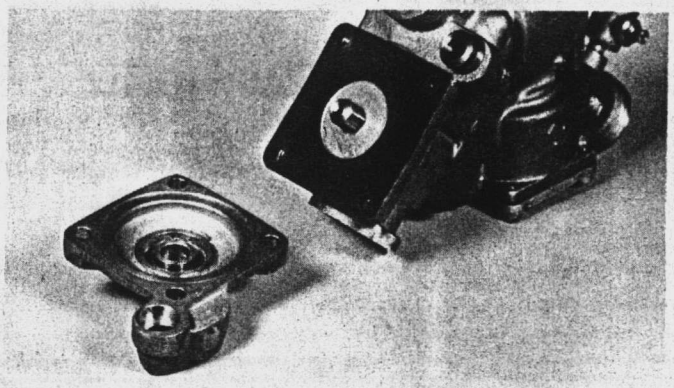
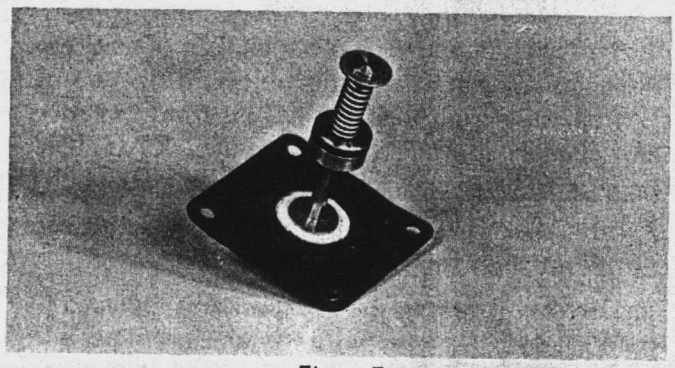
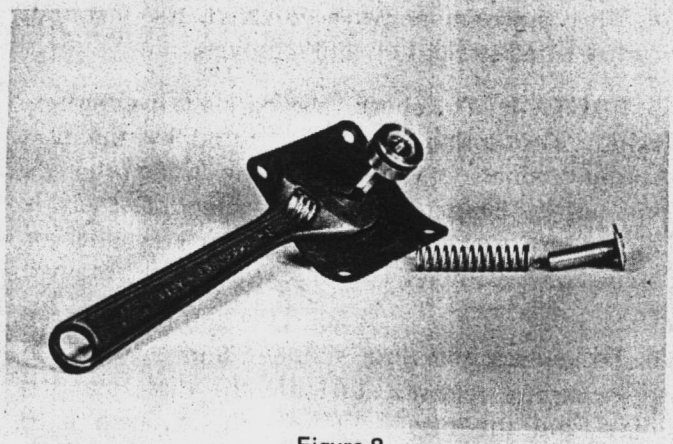
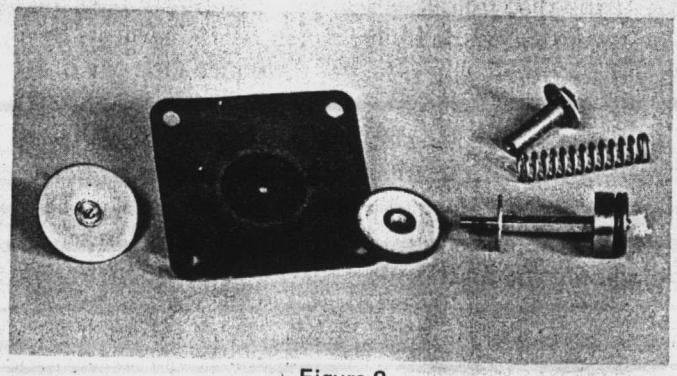

Figure 6
Figure 7
Figure 8
Figure 9
2. Remove the cover. The stainless steel adapter, with "O" rings attached, will be free to be removed simultaneous with the removal of the cover. Figure 6. Pull out the relief valve assembly. Figure 6. Note: the spring tension in the relief valve assembly is contained in the design of the relief valve; therefore, the relief valve can be removed in a one-piece spool-type assembly. Figure 7.
4. To disassemble the relief valve module, (Figure 7) hold the center hexagonal stem with an open end or an adjustable wrench (Figure 8). While simultaneously turning the hex head on the end of the relief valve assembly. The relief valve spring will unload during disassembly. Repeat procedure turning hex nut on the diaphragm end. Figure 9 shows complete disassembly of module.